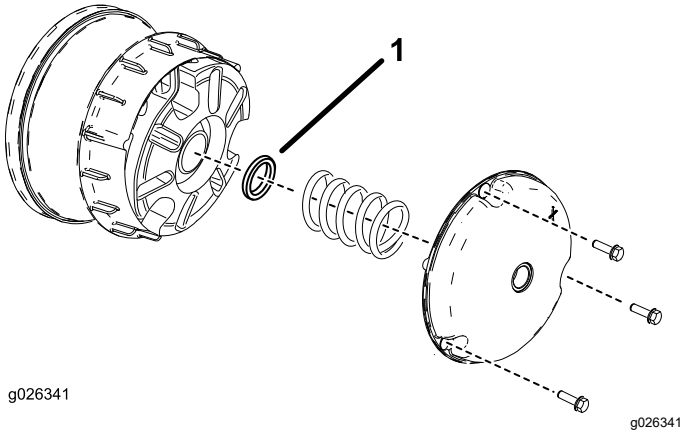

Figura 64
2. Retire os parafusos que prendem a cobertura principal da embraiagem como se mostra na Figura 64.